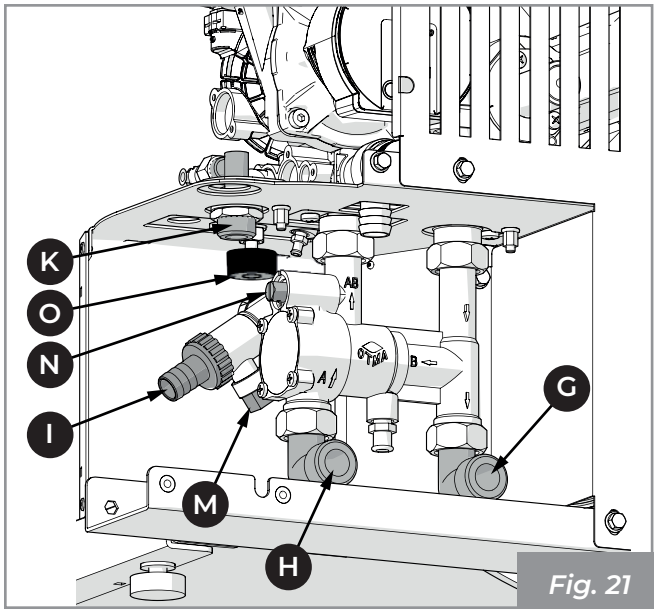
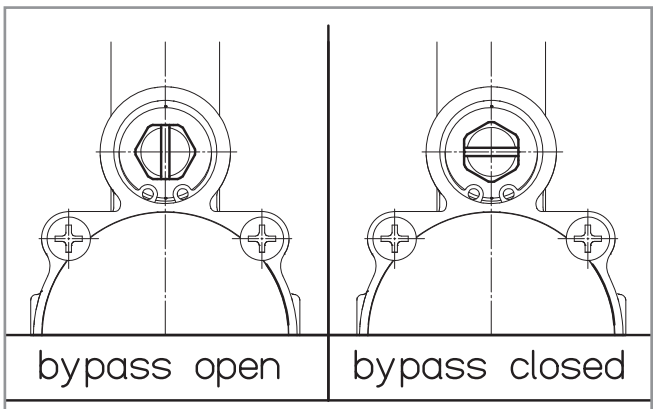

Fig. 21
Fig. 23
6.4 Modalità di carico/reintegro fluido impianto caldaia (Fig. 21 ÷ Fig. 23)
Chiudere il rubinetto di bypass presente nella valvola anticondensa (**Fig. 23**).